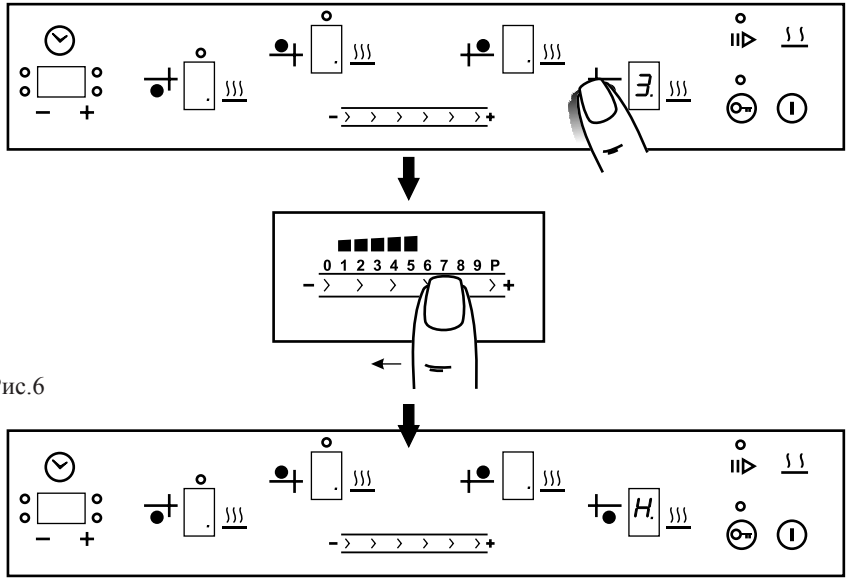

Рис.6
1. Работающую конфорку перевести касанием зоны ② в режим управления (рис. 6).
2. Перемещая палец по поверхности ④, установить в окне индикации значение «**0**» - конфорка отключится. В окне ③ будет светиться буква «**Н**», указывающая, что конфорка еще горячая.